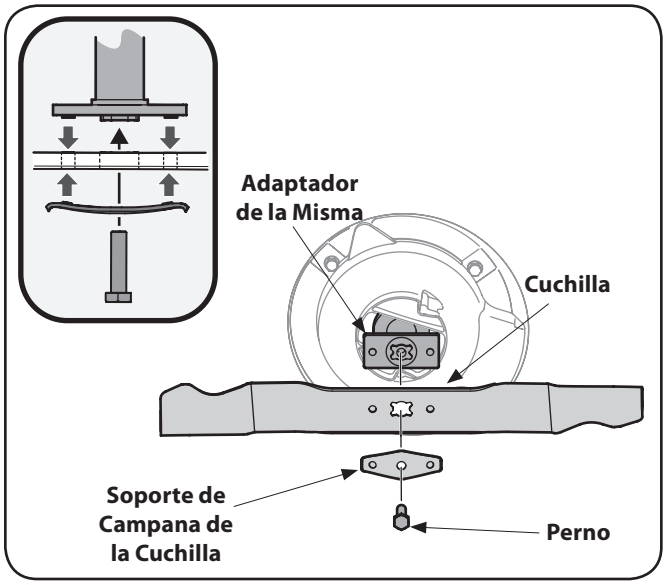

Figura 7-1
2. Saque el perno y el soporte de campana de la cuchilla que sostienen la cuchilla y el adaptador de la misma al cigüeñal del motor, Figura 7-1.
5. Instale la cuchilla con el lado marcado “Bottom” (inferior) o con el número de parte hacia el piso cuando la podadora está en posición de operación. Asegúrese que la cuchilla quede alineada y asentada en las bridas del adaptador. Vea Figura 7-1 inserción.